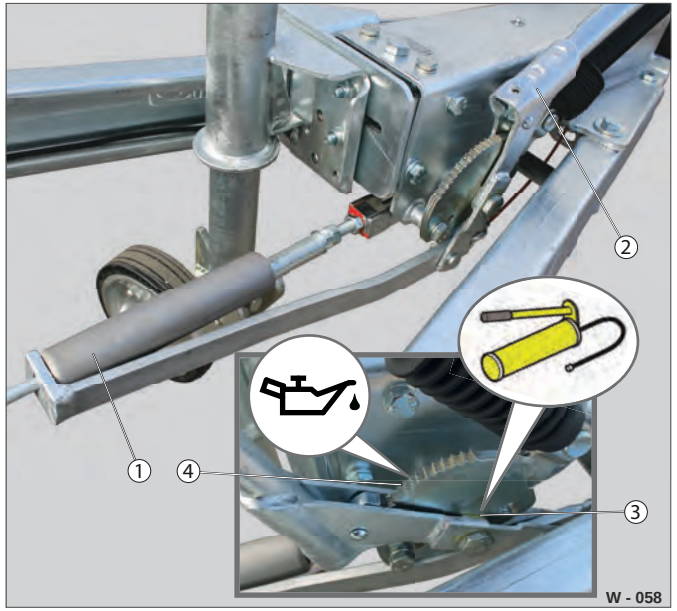

Fig. 48 Bremse: Smøresteder
Fjederakkumulatoren (Fig. 48 /1) er vedligeholdelsesfri.
- ▶ Kontrollér håndbremsehåndtaget med gastrykfjeder (Fig. 48 /2) og fjederakkumulatoren (Fig. 48 /1) for deformation.
- ▶ Dryp lidt maskinolie på tandsegmentet (Fig. 48 /4).
- ▶ Smør lejestedet (Fig. 48 /3) med fedt.